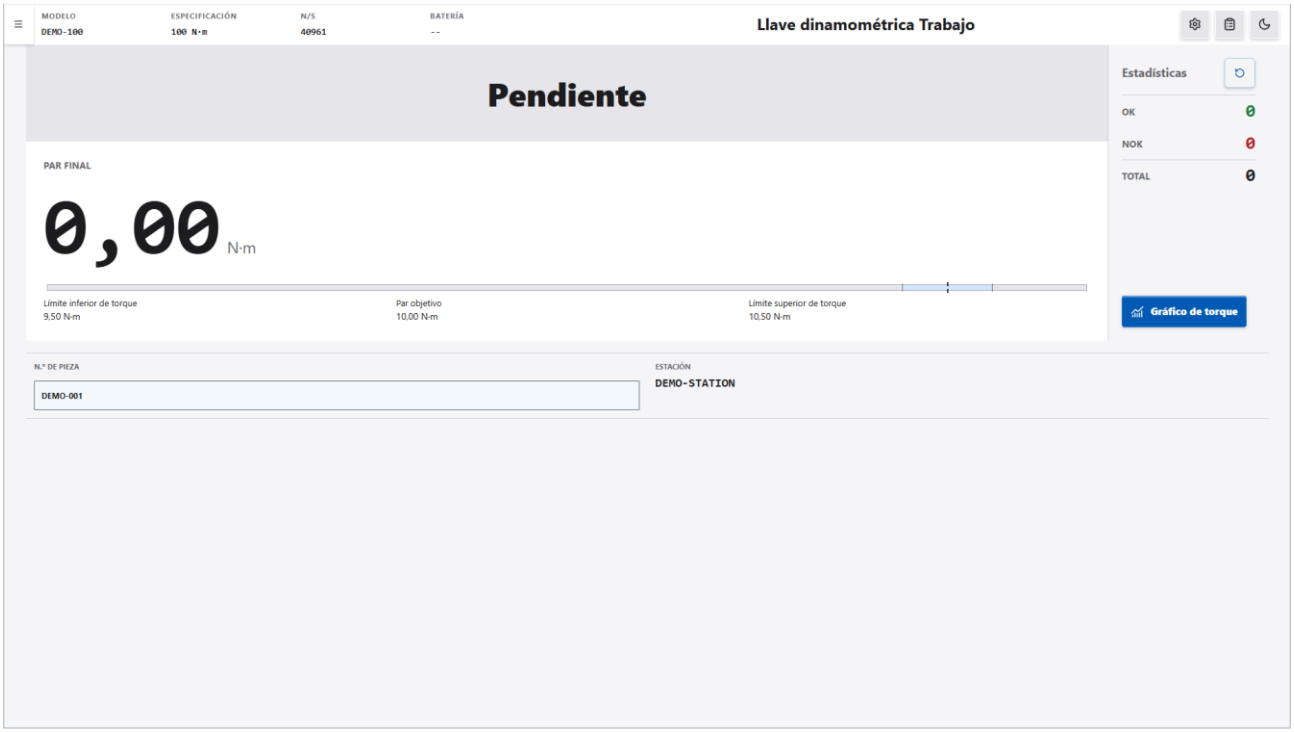

Figura 5-6 Pantalla de trabajo de la llave dinamométrica
1. En el menú de navegación, haga clic en «Sensor rotativo» → «Llave dinamométrica». La pantalla muestra «Llave dinamométrica Trabajo» con el banner de evaluación en «Pendiente» (véase la Figura 5-6).